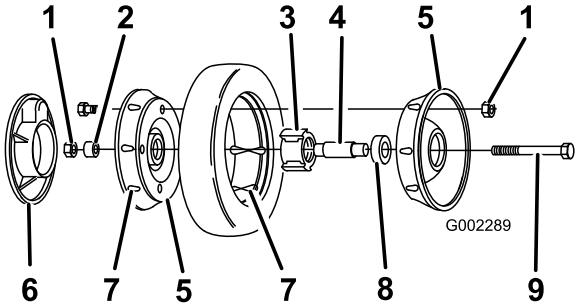

**Figura 29**
3. Togliete il bullone, il distanziale della ruota e il dado di bloccaggio che fissa la ruota al braccio orientabile (Figura 29).
4. Separate le semiruote dal pneumatico togliendo i quattro bulloni e i quattro dadi di bloccaggio (Figura 29).
**Nota:** Se volete togliere i cuscinetti dal gruppo cuscinetto-mozzo, premete sul distanziale del cuscinetto (Figura 29).
1. Collocate il pneumatico su una semiruota allineando le sporgenze (Figura 29).
2. Collocate il gruppo cuscinetto-mozzo nel foro centrale della semiruota. Verificate che i piedi del mozzo si trovino sulla flangia del foro (Figura 29).
3. Collocate l'altra semiruota sul gruppo cuscinetto-mozzo, ed allineate la ruota e le sporgenze del pneumatico con i fori di montaggio (Figura 29).
4. Unite le semiruote, senza stringere molto, usando due viti o bulloni completamente filettati (1/4-20 x 1,50 poll.) e dadi senza blocco. Montate le viti o i bulloni nei fori opposti (Figura 29).
5. Controllate che tutte le parti siano allineate, e serrate i bulloni alternando da un lato all'altro per ottenere un serraggio uniforme, finché le semiruote non si toccano (Figura 29).
6. Montate negli altri fori delle semiruote i due bulloni e i due dadi di bloccaggio tolti in precedenza, e serrateli. Togliete i due bulloni lunghi e sostituiteli con due bulloni e due dadi di bloccaggio (Figura 29).
7. Montate la ruota sul braccio orientabile utilizzando i bulloni, un distanziale ed un dado di bloccaggio. Verificate che il distanziale si trovi fra il mozzo e il braccio orientabile (Figura 29).